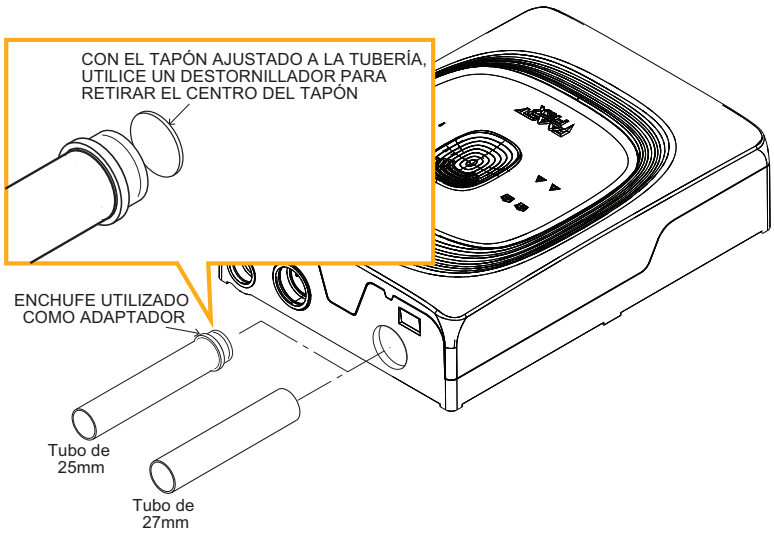
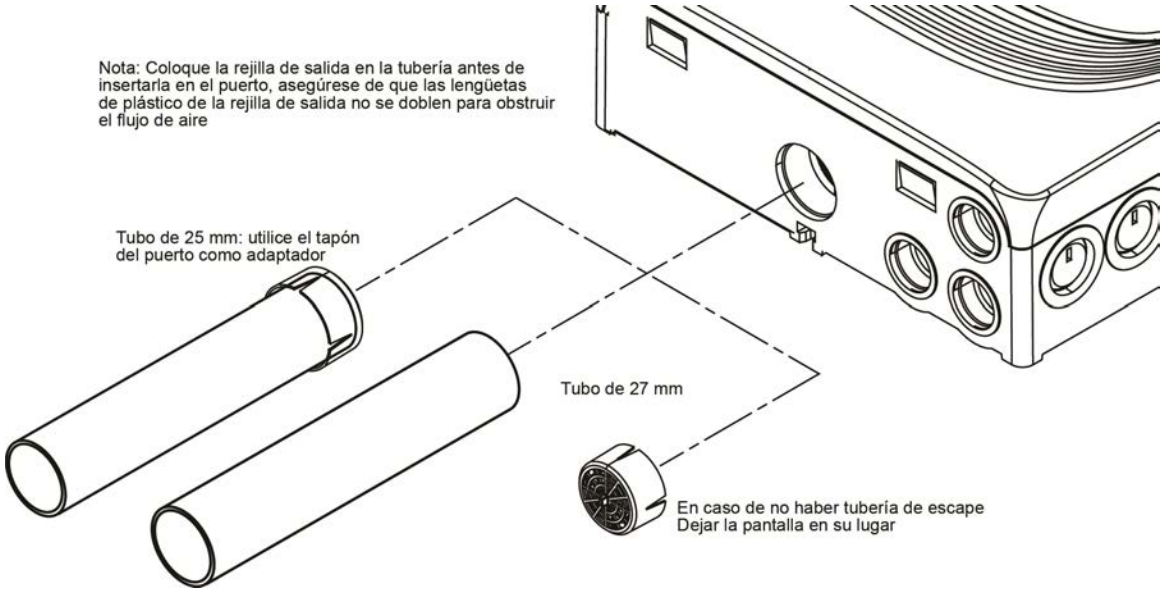

Figura 3-8: Conexiones de las tuberías de entrada
Figura 3-9: Conexiones de las tuberías de salida
5. El FAAST FLEX está diseñado para alojar tuberías de 27 mm o 25 mm. Si se utiliza una tubería de 25 mm, se necesita un adaptador. En las entradas, los tapones de las tuberías se pueden utilizar como adaptador retirando el centro del tapón para abrirlo (véase la Figura 3-8). En las tuberías de salida, la rejilla puede utilizarse como adaptador con tuberías de 25 mm (véase la Figura 3-9).